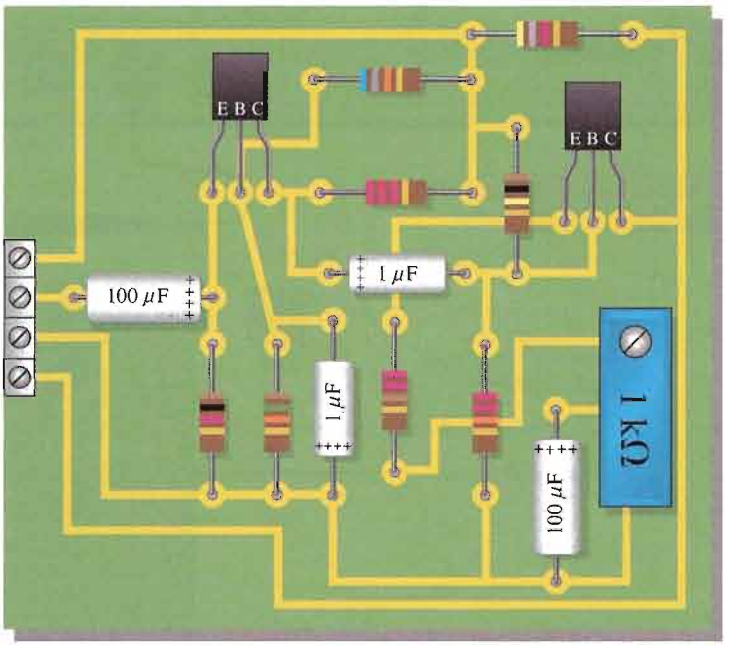

FIGURE 6–48
- Develop a step-by-step set of instructions on how to check the preamplifier circuit board for proper operation at a test frequency of 5 kHz using the test points (circled numbers) indicated in the test bench setup of Figure 6–49. A function generator is the signal source with a potentiometer used as an attenuator, if necessary, to reduce the signal to a value small enough to simulate the microphone input.
Several prototype boards have been assembled and are ready for testing. Based on the sequence of test bench measurements for each board indicated in Figure 6–50, determine the most likely fault in each case. The circled numbers indicate test point connections to the circuit board.